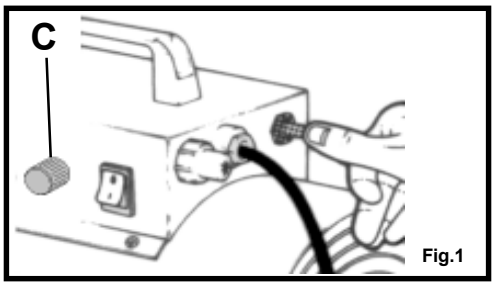

Fig.1
1. Aprire la bombola del gas propano (vedi fig. 1).